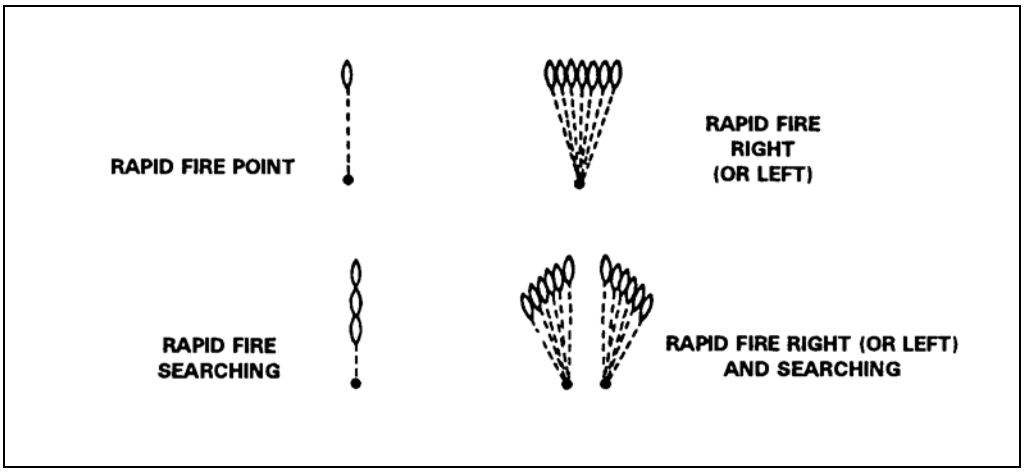

Figure 6-3. Classes of fire with respect to the weapon.
c. **With Respect to the Weapon**. This also includes four ways to distribute fire (Figure 6-3, page 6-4):